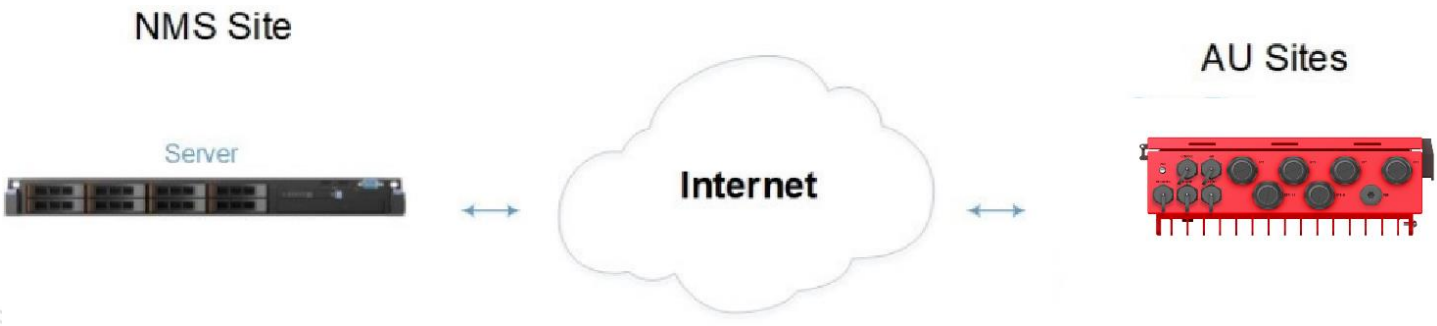

Figure 13. NMS System Architecture
2. Go to the IP Settings section and select UDP protocol, as shown in Figure 13.